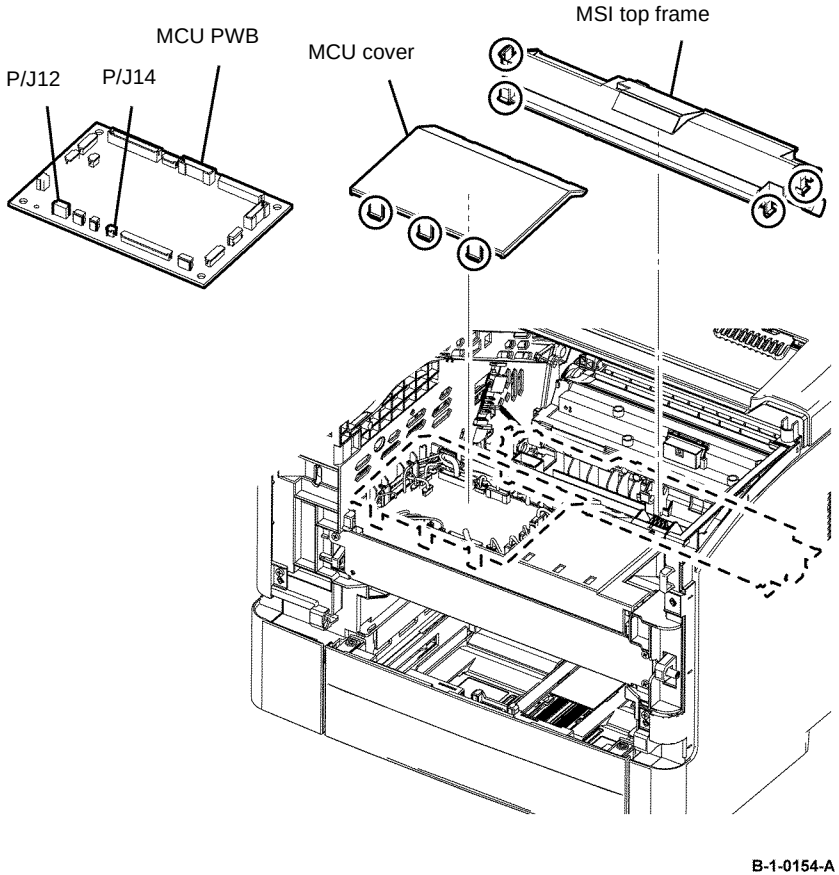

Figure 1 Registration transport assembly harness release
19. Release four hooks, then remove the MSI top frame, from the printer, Figure 1.
20. Remove the MCU cover, by releasing the hook, disconnect PJ12 and PJ14 from the MCU PWB, then release the registration transport assembly harness from the harness guide, Figure 1.